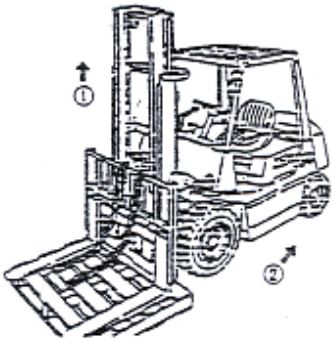

Figure 2-53
(1) Place a tray on the forklift and park it on level ground.
(2) Lower the fork and tray down to the ground.
(3) Remove the upper end joint of the chain and remove the chain from the chain wheel.
(4) Lift the inner main frame (① in Figure 2-53)
(5) Reverse the forklift after confirming that the fork frame has been separated from the outer main frame (② in Figure 2-53).
(6) Replace the main roller